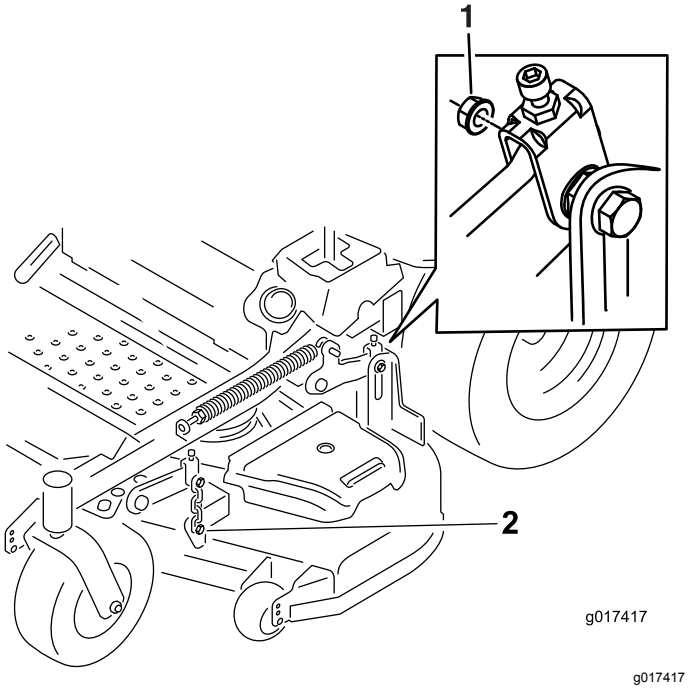

**Figur 88**
7. Fjern og behold ansatsbolten og møtrikken på bageste og forreste skjoldløfteredskaber på begge sider af maskinen (Figur 88).